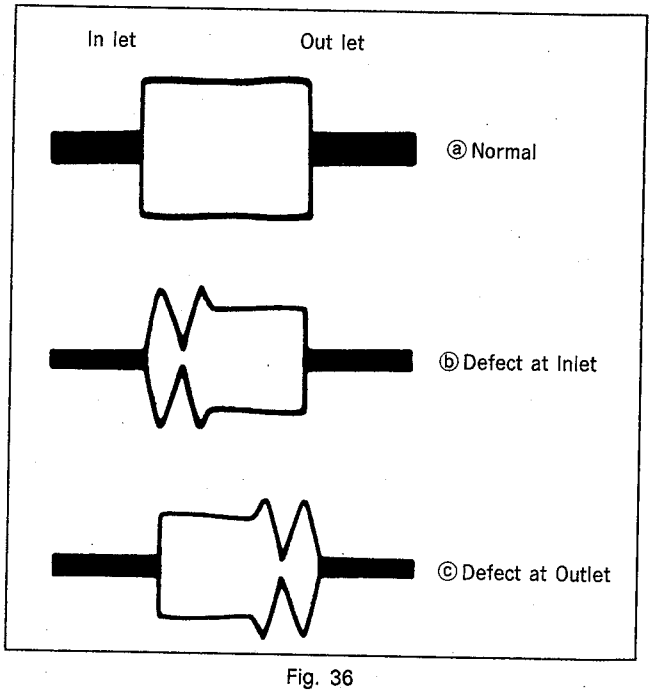

Fig. 36
5) Check that a RF waveform is flat at the inlet and outlet of the oscilloscope (Fig. 36 ⓐ).
When the RF waveform is not flat at the inlet/outlet ; See Fig. 36 ⓑ and ⓒ.